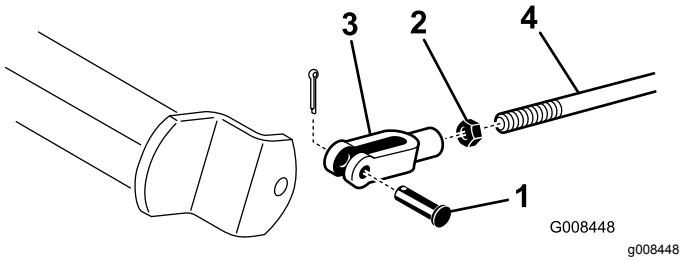

**Rysunek 47**
2. Jeżeli hamulce nie powodują równomiernego zahamowania kół, odłącz pręty hamulców wyjmując sworzeń z zawleczką (Rysunek 47).
3. Poluzuj przeciwnakrętkę i wyreguluj jarzmo sworznia stosownie do potrzeb (Rysunek 47).
4. Zamocuj jarzmo do trzpienia hamulca (Rysunek 47).